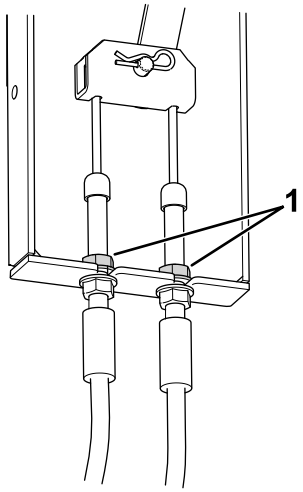

Bild 72
3. Lokalisieren Sie die Bremskabelhalterung (Bild 72) unter der linken Seite der Maschine, nahe dem linken Rad.